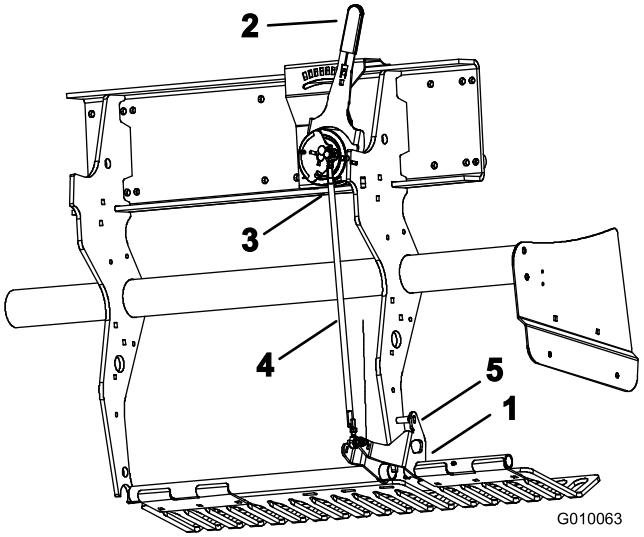

Figuur 58
1. Draai de linker bevestigingsbeugel van de beschermvingers (Figuur 58) omhoog totdat u een borgpen (5/16 boorstang of tapbout) kunt steken tussen de beugel en de buis voor de instelling van de werkdiepte die op het frame is gelast.
2. Zet de hendel van het grondvolgsysteem (Figuur 58) op H (diepste stand).
3. Maak de buitenboord-kogelschakelaar (Figuur 58) los van de kabelboom (schakelaar voor Hoog-Laag).
4. Draai de (linker en rechter) contramoeren op de trekstang voor de instelling van de werkdiepte los (Figuur 58).